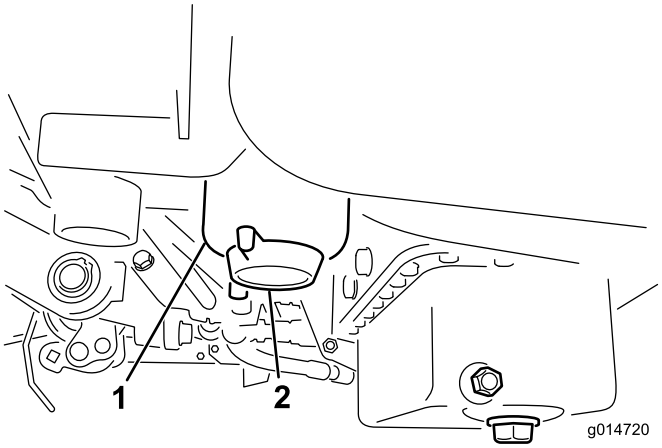

Figur 50
2. Rengør området, hvor filterskålen monteres (Figur 50).
4. Åbn filteraftapningsventilen (Figur 50).